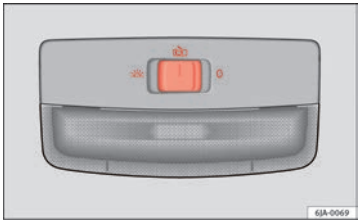

Fig. 60 Interior lighting – version 2
– Turn the light switch to position ⇒ Fig. 60.